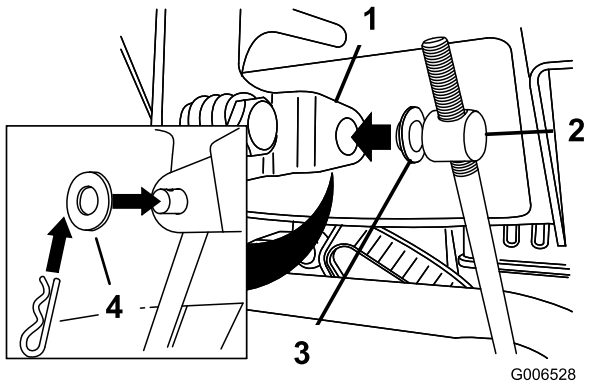

Figur 11
3. Fjern låseclipsen og den ydre skive fra drejetappen på den øverste ende af hastighedskontrolstangen (Figur 11).
Bemærk: Lad den flade skive sidde på drejetappen for at lette monteringen (Figur 11).
6. Løft hastighedskontrolstangen, og sæt drejetappen ind i åbningen i hastighedsvælgerstangen (Figur 11).
B. Tag drejetappen af hastighedsvælgerstangen (Figur 11).
C. Drej drejetappen nedad (med uret) på hastighedskontrolstangen (Figur 11).
D. Sæt drejetappen på hastighedsvælgerstangen (Figur 11).
C. Drej drejetappen opad (mod uret) på hastighedskontrolstangen (Figur 11).